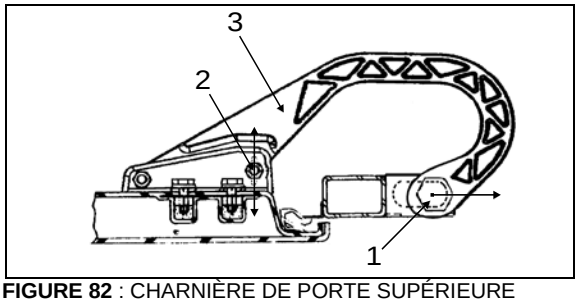

FIGURE 82 : CHARNIÈRE DE PORTE SUPÉRIEURE
2. Desserrer l'écrou (1, Figure 82).
3. Déplacer la pièce (3, Figure 82) tel qu'illustré dans la figure pour l'ajuster vers la gauche ou la droite.
4. Serrer l'écrou (1, Figure 82).
5. Desserrer l'écrou (2, Figure 82).